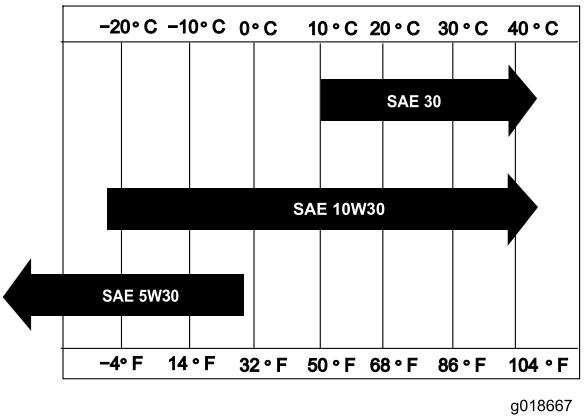

**Figur 17**
**Viskositet:** Väljs i enlighet med omgivningens temperatur. Mer information finns i Figur 17.